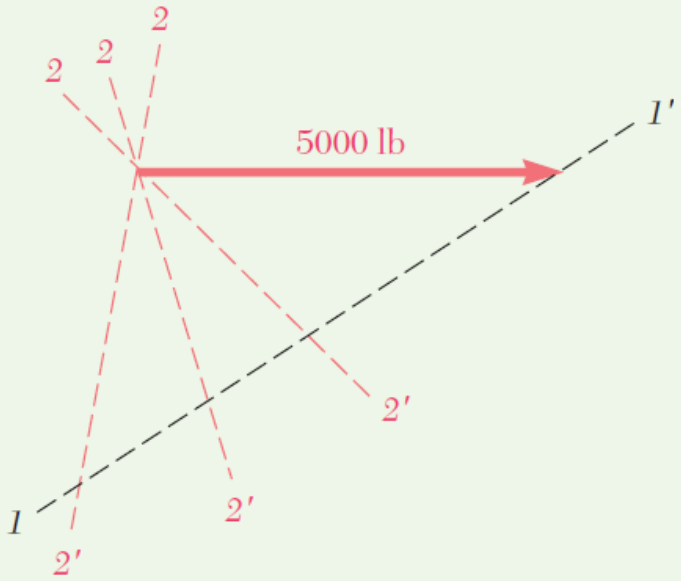
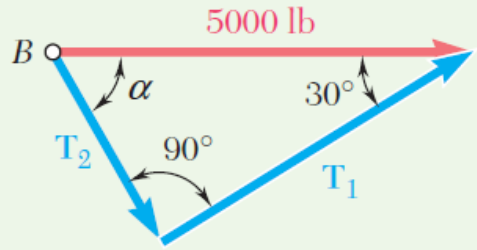

**Fig. 3** Determination of direction of minimum $\mathbf{T}_2$.
**Fig. 4** Triangle rule applied for minimum $\mathbf{T}_2$.
**b. Value of $\alpha$ for Minimum $T_2$.** To determine the value of $\alpha$ for which the tension in rope *2* is minimum, use the triangle rule again. In Fig. 3, line *1-1′* is the known direction of $\mathbf{T}_1$. Several possible directions of $\mathbf{T}_2$ are shown by the lines *2-2′*. The minimum value of $T_2$ occurs when $\mathbf{T}_1$ and $\mathbf{T}_2$ are perpendicular (Fig. 4). Thus, the minimum value of $T_2$ is